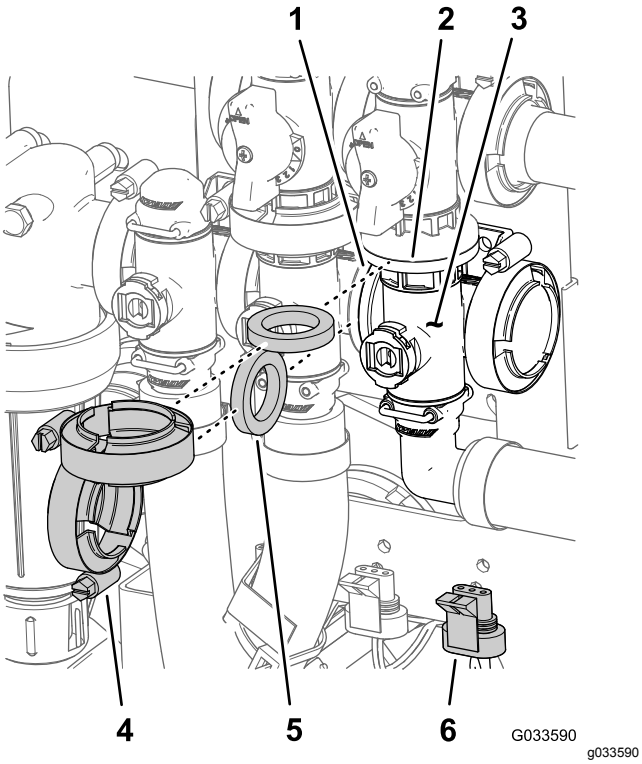

Figur 126
1. Ret flangen på hovedbommens ventilmanifold, en pakning og flangen på hovedbommens omløbsventil (Figur 126) ind efter hinanden.
2. Saml hovedbommens ventilmanifold, pakningen, og hovedbommens omløbsventil med en flangeklemme, der spændes med hånden (Figur 126).
3. Ret flangen på hovedbommens ventilmanifold, en pakning og omrøringsventilmanifolden (Figur 126) ind efter hinanden.
4. Saml hovedbommens ventilmanifold, pakning og omrøringsventilmanifold med en flangeklemme, og stram med hånden (Figur 126)
7. Saml omrøringsventilen til ventilbeslaget med flangehovedbolten og flangelåsemøtrikken (Figur 126), som du fjernede i trin 3 af Afmontering af hovedbommens manifoldventil (side 82), og spænd møtrikken og bolten til mellem 10 og 12 Nm.